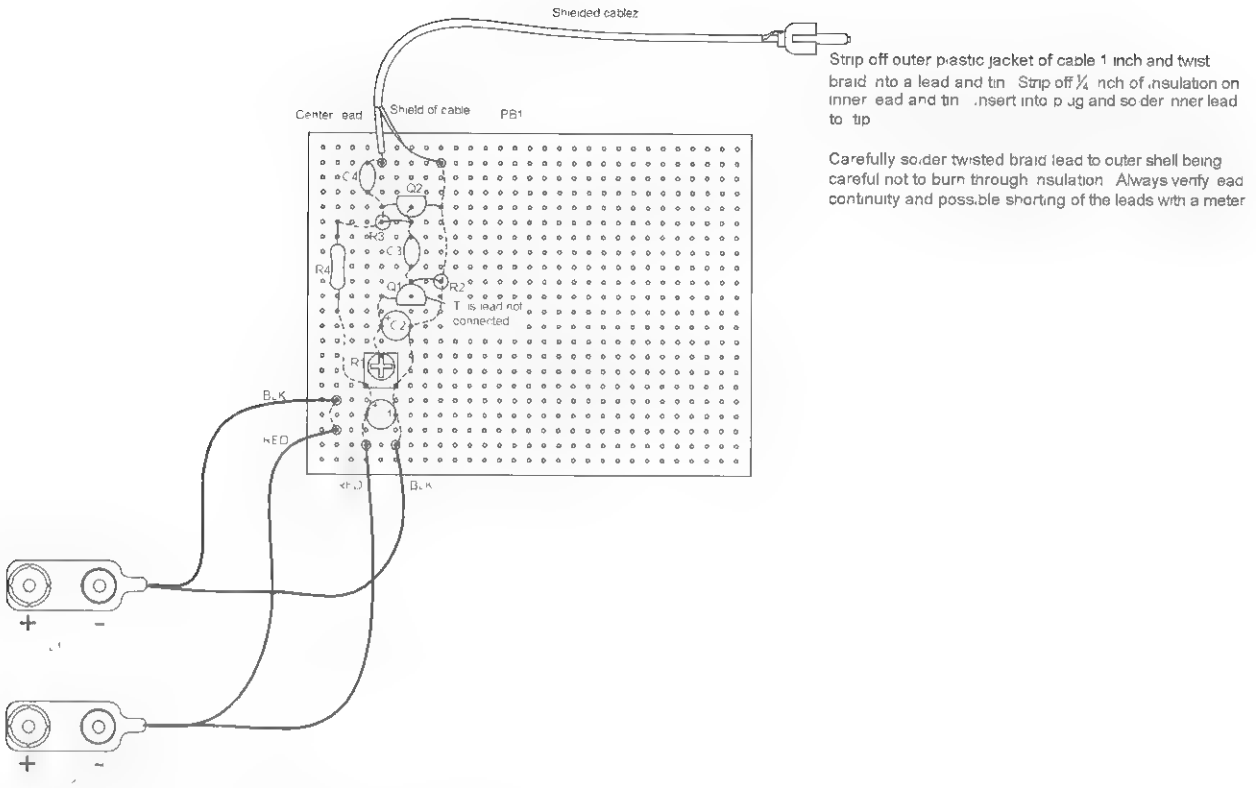

Figure 28-4 *Assembly showing external leads*
4. Attach the external leads as shown in Figure 28-4. Notice the special note on the shielded cable.